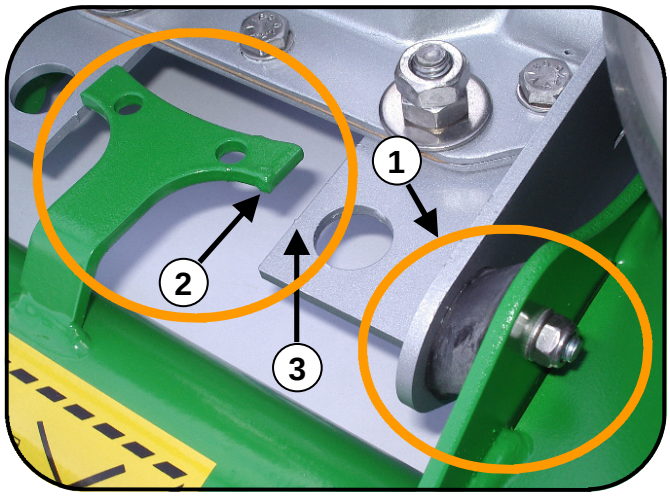

Rys. 19b
Jeżeli podczas unoszenia rozsiewacza występuje zauważalna deformacja łączników (1) – Rys. 19b, należy sprawdzić poziom pomiędzy skrzynią przekładniową (2) oraz ramą (3). **W przypadku różnicy poziomów należy zaprzestać procesu podnoszenia oraz sprawdzić i dostosować długość wału przegubowo – teleskopowego.**